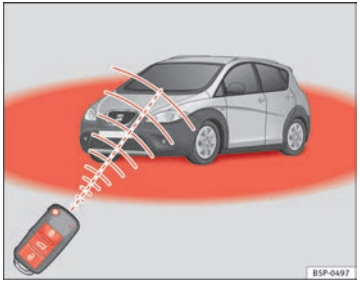

Fig. 63 Range of the radio frequency remote control
- The radio frequency remote control functions only when you are in range ⇒ Fig. 63 (red area).
- If the vehicle is unlocked using the 🔓 (1) button, it will lock again automatically if any of the doors or the rear lid are not opened within 30 seconds after unlocking it. This function prevents the vehicle from remaining unlocked if the unlock button is pressed by mistake.